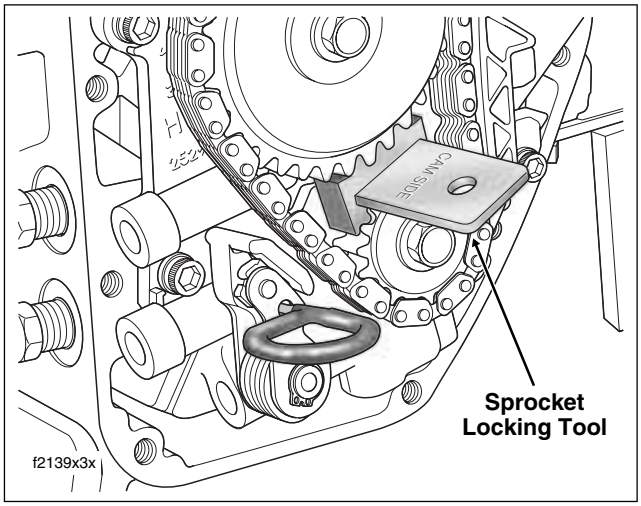

Figure 3-52. Lock Crank and Primary Cam Sprockets Before Tightening Flange Bolts
c. To prevent rotation, position the CRANKSHAFT/CAMSHAFT SPROCKET LOCKING TOOL (HD-42314) between the crank and primary cam sprockets. See Figure 3-52. The handle of the tool is stamped “Crank” and “Cam” to ensure proper orientation. Tighten the crank and primary cam sprocket flange bolts to 15 ft-lbs (20.3 Nm). Remove the sprocket locking tool.
h. Position CRANKSHAFT/CAMSHAFT SPROCKET LOCKING TOOL (HD-42314) between the crank and primary cam sprockets to prevent rotation. See Figure 3-52. The handle of the tool is stamped “Crank” and “Cam” to ensure proper orientation.